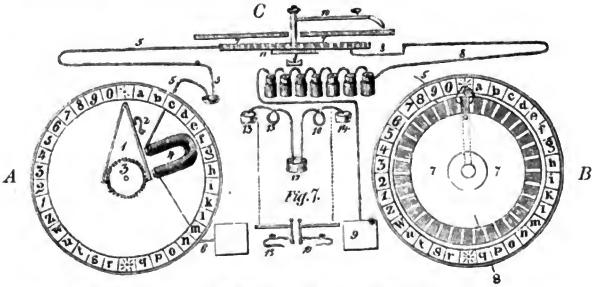

Fig. 293. Meldescheibe und Zeichengeber des Wheatstone'schen Zeigertelegraphen.
Die hauptsächlichsten Bestandtheile des eigentlichen Telegraphirapparats sind in der zweiten Abbildung (Fig. 293) etwas größer dargestellt. Darin ist die am Pult bemerkbare zifferblattähnliche Scheibe, welche an ihrer Peripherie 22 Buchstaben — x und y fehlen, für v und w gilt dasselbe Zeichen — und 10 Zahlzeichen trägt, zwischen denen zu oberst und zu unterst Sternchen eingeschaltet sind. Diese Scheibe führt den Namen Meldescheibe, zum Unterschiede von dem im Aeußeren ganz ähnlichen Zeichengeber, welcher auf der Fläche des Pultes angebracht und durch die Hand des Beamten bewegbar ist, während der Zeiger der Meldescheibe nur von der andern Station aus durch Oeffnen und Schließen der Kette gerückt wird.
hat, in das der Anker 1 (Fig. 293) zu beiden Seiten eingreift. Die Zähne des Ankers sind so gestellt, daß immer einer in das Rad greift und dieses also bei der hingehenden Bewegung des Ankers um einen Zahn und ebenso wieder um einen bei der hergehenden Bewegung vorwärts rücken kann. Es wird nun aber jedesmal, wenn ein Strom durch den Draht geht, das Hufeisen 4 magnetisch, der Anker angezogen und das durch ein fallendes Gewicht gespannte Rädchen rückt folglich seinen Zahn weiter; wird die Kette wieder geöffnet, so drückt die Feder 2 den rechten Schenkel des Ankers von dem nun nicht mehr magnetischen Hufeisen ab, wobei das Rädchen 3 um den zweiten Zahn vorwärts geschoben wird. Jeder Strom bewirkt also durch Schließen und Oeffnen ein Fortrücken um zwei Zähne, und da das Rad doppelt so viel Zähne hat, als auf der Meldescheibe Zeichen angebracht sind (hier 68), so geht der mit dem Rädchen 3 fest verbundene Zeiger auf der Meldescheibe jedesmal um einen Buchstaben weiter.
Die Einrichtung des Zeichengebers ersehen wir aus Fig. 293, wo man diesen wichtigen Theil des Apparats sowol von oben (A und B) als im Durchschnitt (C) gezeichnet erblickt. In dieser letztgenannten Durchschnittszeichnung bedeutet 7 eine kupferne Scheibe, deren Umfang 34 Zähne hat, so daß der durch den darauf schleifenden Leiter 5 übertragene Strom 34mal unterbrochen wird. Die Zwischenräume zwischen den Zähnen sind mit Holz, Horn, Elfenbein oder einer andern ähnlichen, nicht leitenden Substanz ausgefüllt. Der Strom selbst geht aus der Batterie durch den Draht 8 in die kupferne Scheibe und wird also, wenn dieser Schließungsdraht auf einen metallenen Zahn trifft, weiter zu dem Elektromagnet 4 geführt. Nachdem er dessen Windungen durchlaufen hat, strömt er durch den Draht 6 der Erdplatte zu, und geht, durch die Erde weitergeleitet und auf der andern Station dann wieder von der Erdplatte 9 aufgenommen, in die Batterie zurück. Jedes Fortrücken des Zeichengebers 10 und damit der Scheibe um einen Zahn entspricht also einem Weiterrücken des Zeigers auf der Meldescheibe um einen Buchstaben.
nennen wollen, sowol telegraphische Nachrichten zu empfangen, als auch solche dahin abzusenden, das ist aus der angezogenen Figur ersichtlich. Es tauchen nämlich die von A und Z kommenden Drähte 15 und 16 in kleine Quecksilbernäpfchen 13 und 14 (wie sie in Fig. 293 deutlicher dargestellt sind); aus diesen führt wieder je ein Leitungsdraht in ein drittes Näpfchen 17, von wo dann der Draht um den Elektromagneten sich windet. Der Magnet kann somit seine Erregung von zwei Seiten her empfangen, und um nach einer bestimmten Richtung hin zu telegraphiren, schaltet man aus dem gemeinschaftlichen Quecksilbernäpfchen nur den betreffenden Leitungsdraht aus.